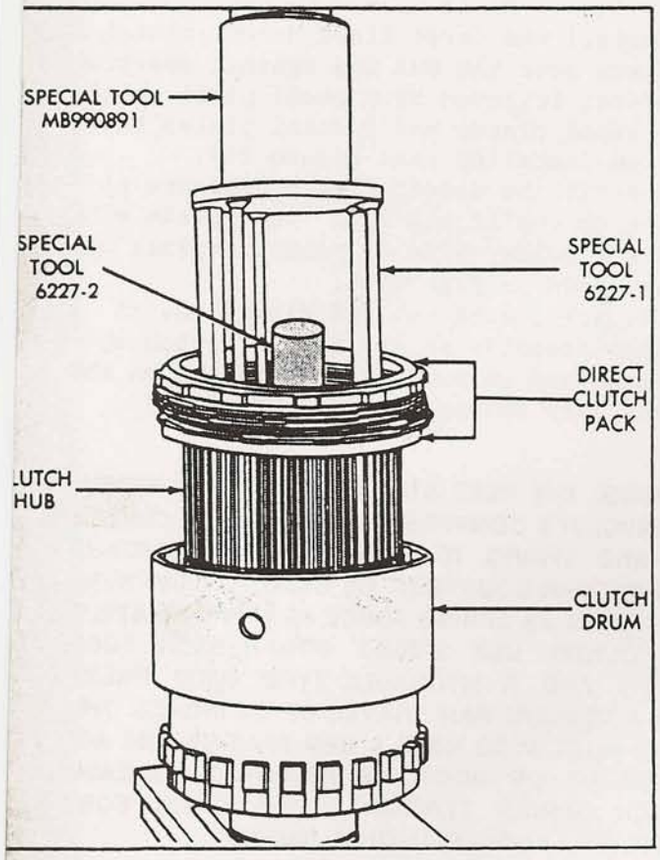

Figure 18
24. Position Compressor Tool 6227-1 on the clutch hub, as shown in Figure 18.
25. Position special tool or similar type tool on top of Tool 6227-1, as shown in Figure 18.